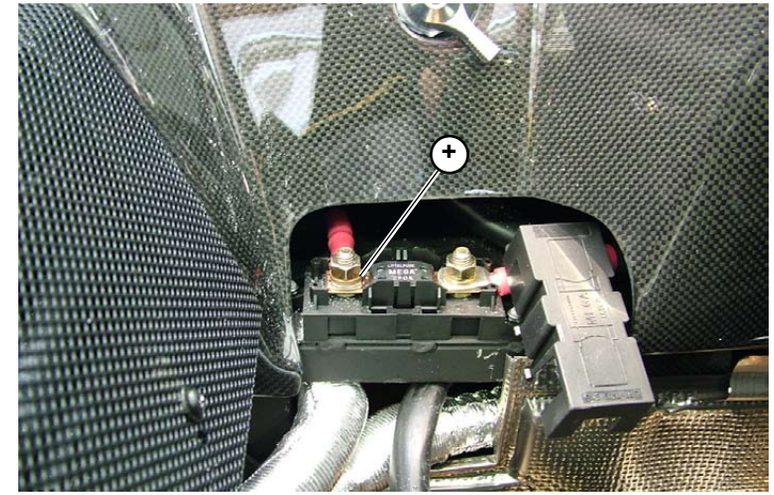

Fig.1
The point shown in the figure (**Fig.1**) and any engine ground point can be used to connect an external battery charger.
- connect the emergency battery positive terminal to the point (**+**) shown in the figure (**Fig.1**) by means of the cable;